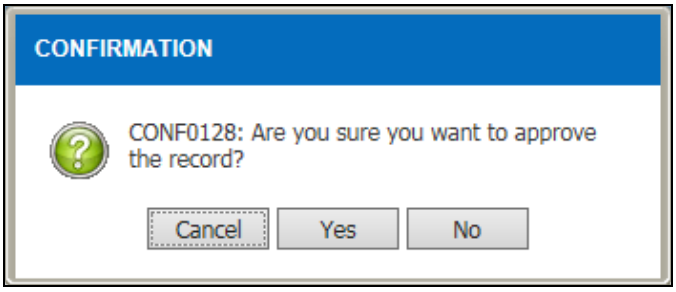

Figure 3.2-24 Confirmation Message
a) Click on the Approve button to approve the record and confirmation message will be display as Figure 3.2-24